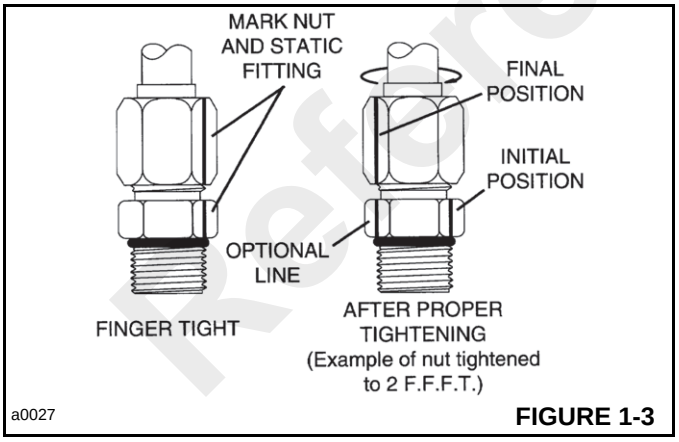

FIGURE 1-3
6. Optional for future tightening of the same connection.) Extend the line from the nut at its new location onto the hex of the static fitting or port (Figure 1-3).